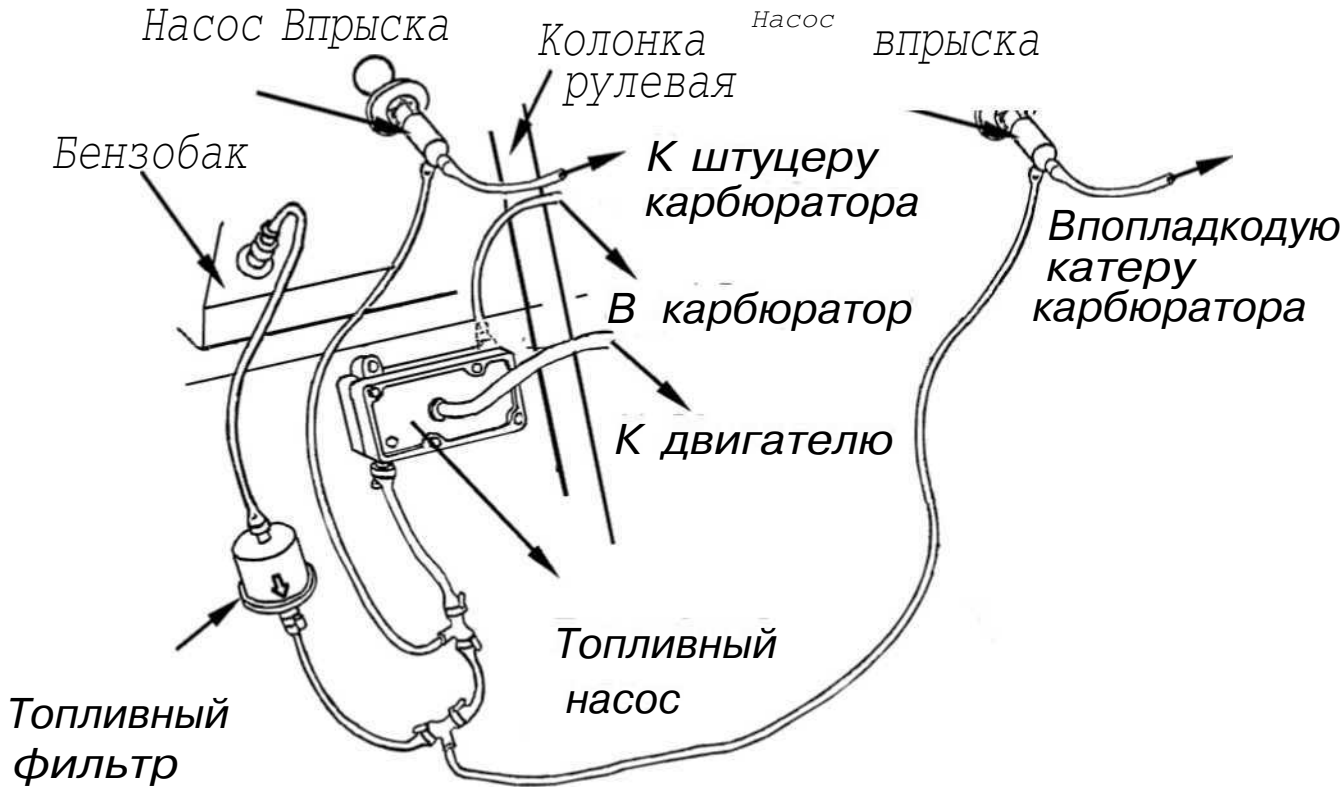

Рисунок 21 - Система питания
- проверить герметичность соединения трубки, соединяющей штуцер картера с топливным насосом (рисунок 21);